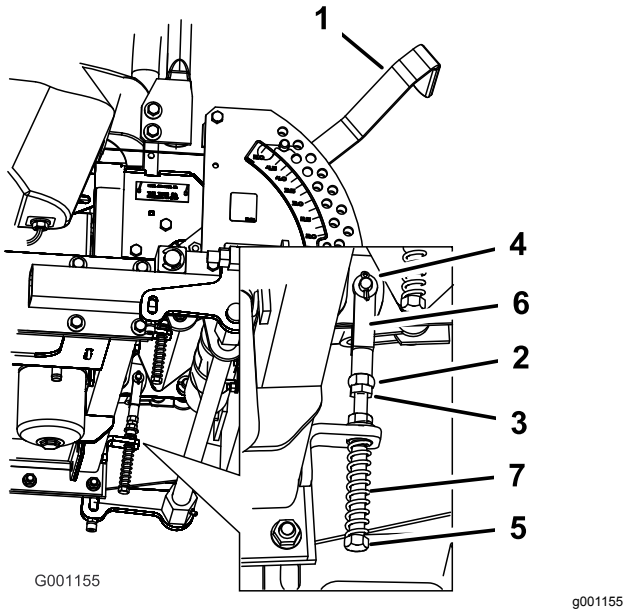

Figur 97
8. Lossa muttern och kontramuttern mot oket om justering krävs (Figur 97).
tills rörelsereglagespaken är centrerad i det NEUTRALA LÅSLÄGET (Figur 97).
10. Dra åt muttern och kontramuttern (Figur 97).